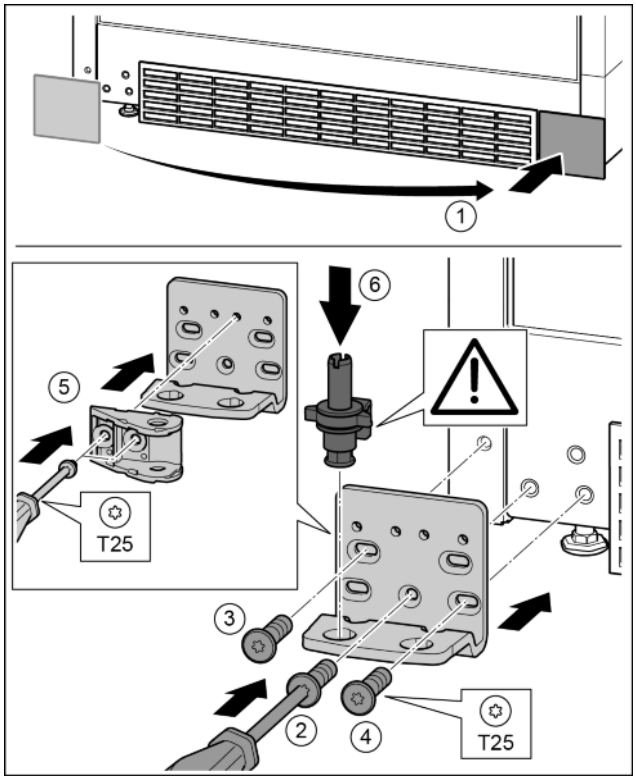

Fig. 30
- ▶ Sejměte kryt a připevněte jej na druhé straně. *Fig. 30 (1)*
- ▶ Nasaďte stojan ložiska na druhé straně a případně přišroubujte pomocí šroubováku. Začněte šroubem 2 dole uprostřed. *Fig. 30 (2)*
- ▶ Pevně utáhněte šroub 3 a 4. *Fig. 30 (3, 4)*
- ▶ Dveřní závěs otočte o 180°. Šroubovákem T25 přišroubujte na druhé straně stojanu ložiska. *Fig. 30 (5)*
- ▶ Zcela vložte ložiskový čep. Přitom dávejte pozor, aby zajišťovací vačka směřovala dozadu. *Fig. 30 (6)*